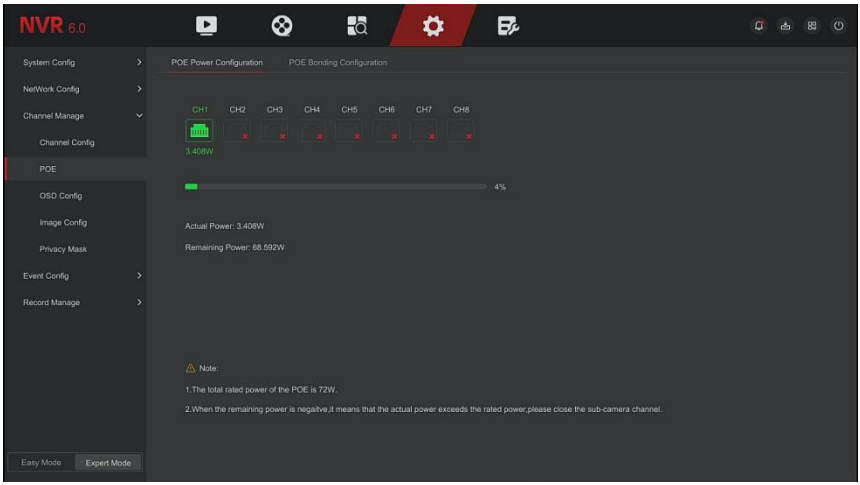

Figure 5-80
Step 1: In the main menu, click "Config → Easy Mode→ Channel Manage → POE" to enter PoE Power Configuration interface, as shown in Figure 5-80 below.